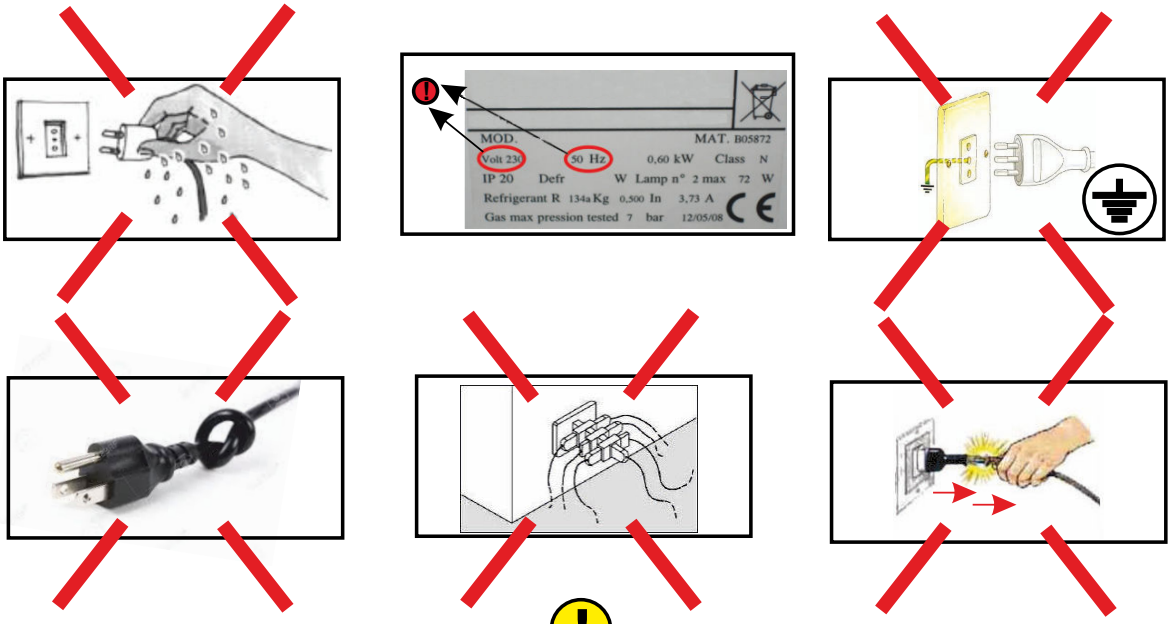

Fig.7
1. **SOSTITUZIONE DELLE LAMPADE** (vedi Fig. 7 / 7B).
1. **REPLACEMENT OF THE LAMPS** (see fig. 7 / 7B)
1. **AUSTAUSCH DER LAMPEN** (siehe Abbildung 7 / 7B)
1. **VERVANGING VAN DE LAMPEN** (zie Fig. 7 / 7B)
1. **SUBSTITUIÇÃO DAS LÂMPADAS** (ver a Fig. 7 / 7B)
1. **UTBYTE AV LAMPOR** (se fig. 7 / 7B)
1. **UDSKIFTNING AF PÆRER** (Jvf. fig. 7 / 7B)
1. **WYMIANA ŻARÓWEK** (Patrz Rys. 7 / 7B)